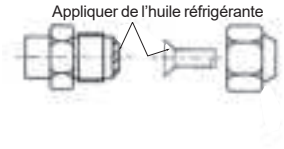

Fig. 7-2
3) Appliquez de l'huile réfrigérante sur la surface évasée. (Fig. 7-2)